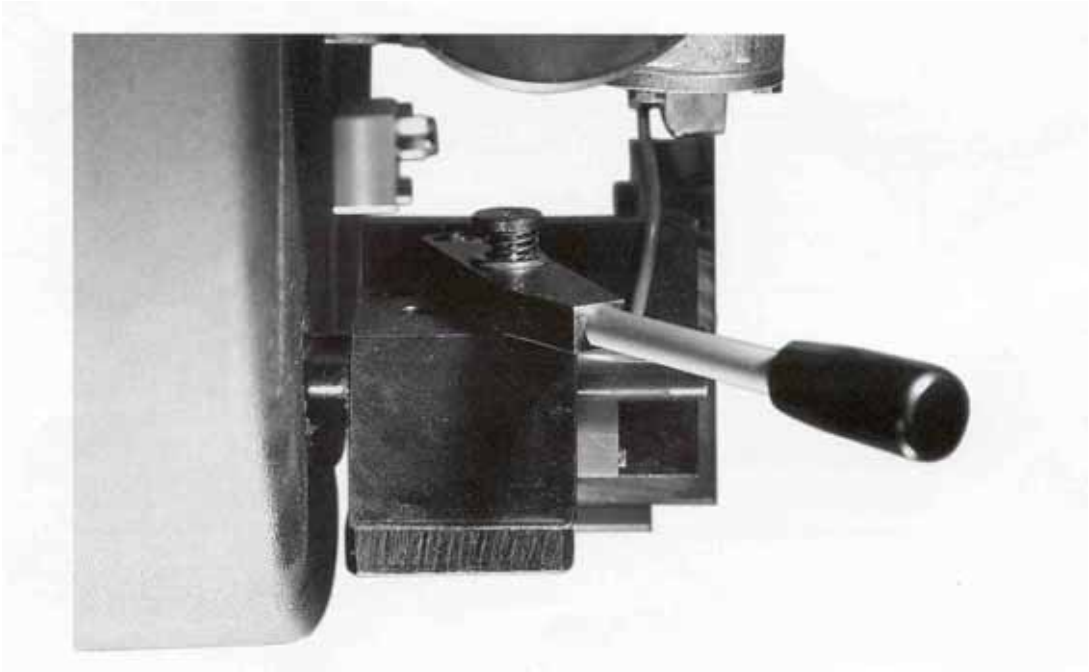

Bild 20
- Vorrichtung zum Einlegen und Entnehmen von Werkzeugen (Bild 20)